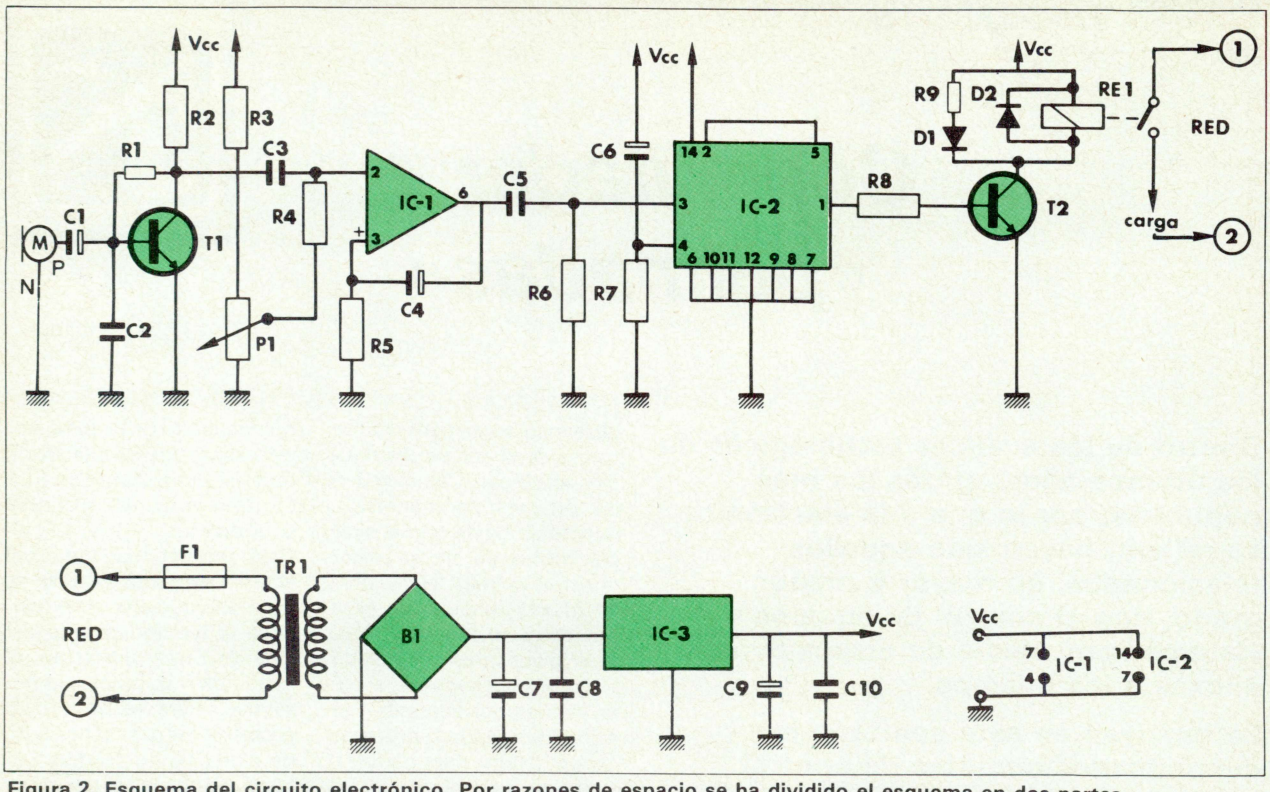

Figura 2. Esquema del circuito electrónico. Por razones de espacio se ha dividido el esquema en dos partes.
Todos los bloques comentados, están plasmados en el esquema del conmutador «a palmadas» que aparece en la figura 2. La señal captada por el micrófono (M) es aplicada por medio de C1 a la base T1. La señal amplificada presente en el colector de T1 se aplica a la entrada inversora del amplificador operacional IC1, montado, en este caso, como comparador. La entrada no inversora (+) de IC1 debe presentar, en reposo, una tensión de cero voltios. Comprobada esta situación, ajustaremos P1 de tal forma que en la otra entrada de IC1 (—) se lea una tensión ligeramente superior a cero voltios. Debido a que la tensión en la entrada inversora (—) es ligeramente superior a la de la entrada no inversora (+), la salida del comparador reflejará el nivel bajo de los estados de comparación, siendo en este caso una tensión próxima a los cero voltios.